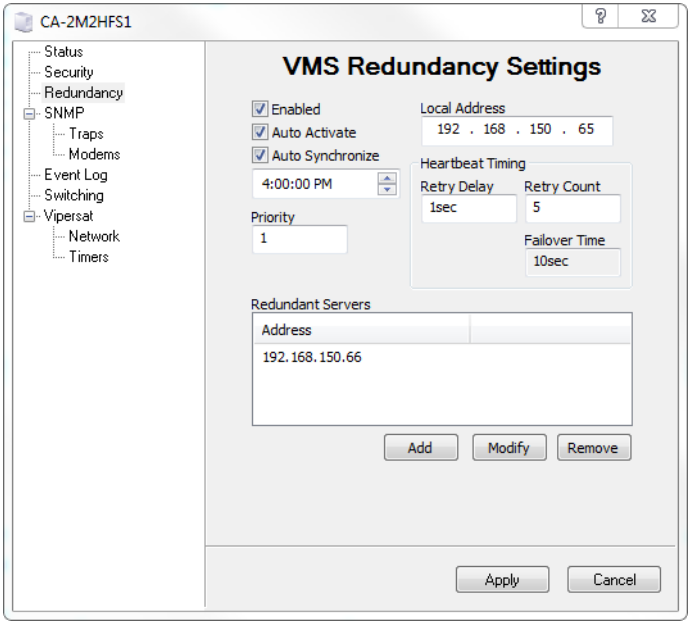

Figure C-5 VMS Server Properties, Redundancy Tab
4. Click on the **Redundancy** tab to configure the redundancy settings for this server (figure C-5).